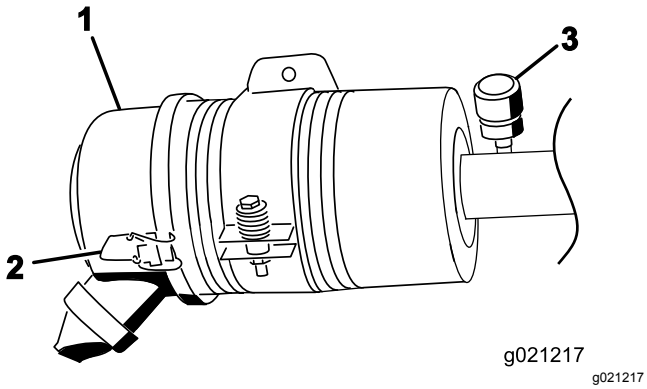

Figur 83
Utför service på luftrenarfiltret bara när serviceindikatorn anger att det krävs (Figur 83). Om du byter luftfiltret tidigare ökar det risken för att smuts kommer in i motorn när filtret tas bort.
2. Lossa spärrhakarna som fäster luftrenarkåpan på luftrenarhuset (Figur 83).